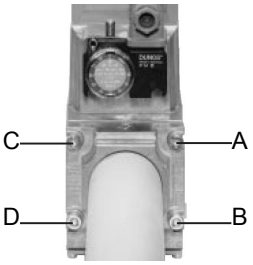
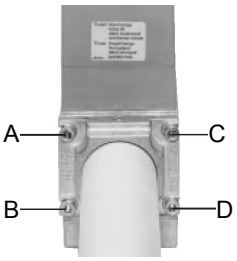

Рис. 10
Рис. 11
1.Расслабить винты A и B, но **не снимать** их (Рис. 10 и Рис. 11)
2. Отвинтить винты C и D (Рис. 10 и Рис. 11)